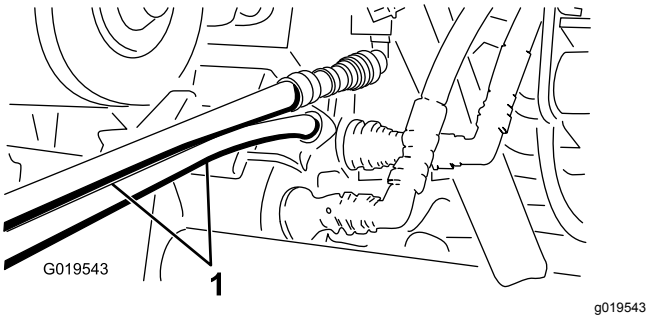

Figur 85
5. På den andre maskinen kobler du de to slangene til koblingen som fremdeles er i koblingsbraketten (koble den øverste slangen til den øverste koblingen og den nederste slangen til den nederste koblingen) (Figur 85).